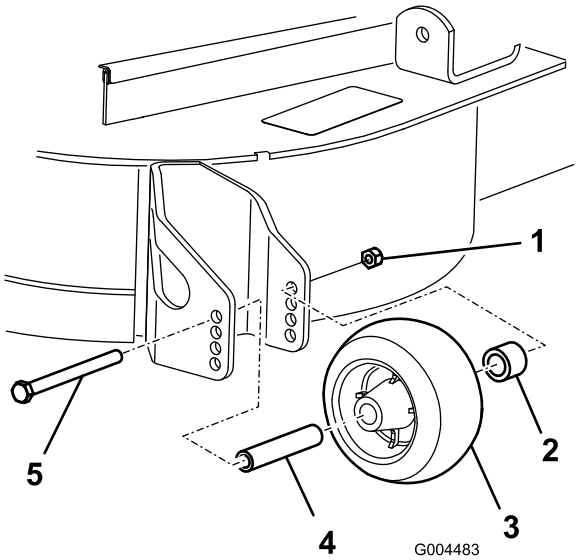

**Figur 18**
3. Når du har justeret klippehøjden, skal du justere rullerne ved at fjerne flangemøtrikken, bøsningen, afstandsklodsen og bolten (Figur 18).
5. Monter flangemøtrik, bøsning, afstandsklods og bolt. Spænd med moment på 54-61 Nm (Figur 18).